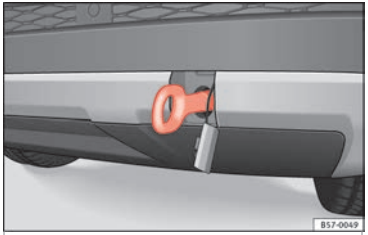

Fig. 100 Rear bumper on right: towline anchorage screwed in.
- Screw the towing eye in the housing by turning it to the maximum **anticlockwise** ››› **Fig. 100** ››› ❗. Use a suitable object that can completely and securely tighten the towing eye in its housing.